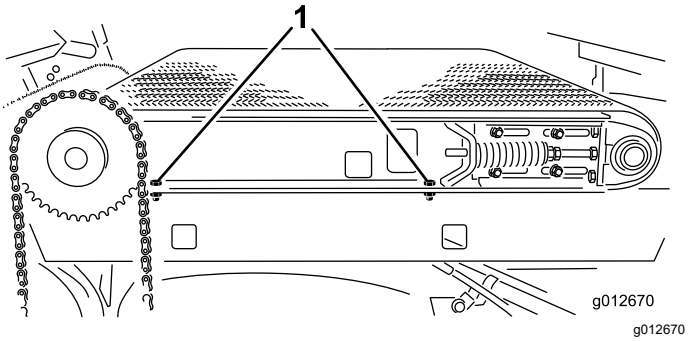

Figuur 33
4. Maak aan de rechterkant van de machine 2 inbusbouten los waarmee de glijframerail is bevestigd aan het rechter spatscherm (Figuur 33). Zorg ervoor dat de inbusbouten voldoende los zijn opdat de glijband kan worden gekanteld.